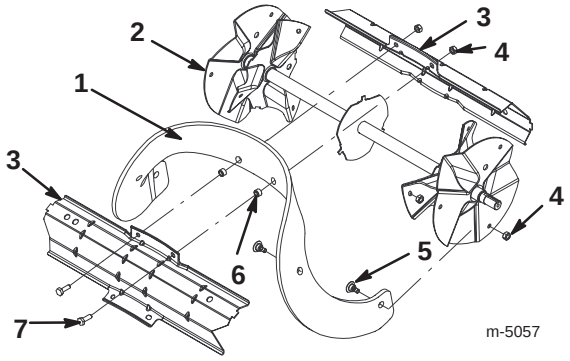

Figur 14
1. Avlägsna de fyra torxskruvarna och de fyra låsmuttrarna som fäster rotorbladets ytterkanter vid rotorspindeln (figur 14).
2. Avlägsna de två sexkantskruvarna och de två låsmuttrarna som håller rotorbladets mitt vid rotortrumman (figur 14).
3. Dra ut rotorbladet mellan rotortrumdelarna (figur 14).
3. Fäst det nya rotorbladet vid rotortrumdelarna med de två sexkantskruvarna och de två låsmuttrarna som du lossade tidigare. Placera skruvhuvudena på rotorbladets tjocka gummisida (figur 14 och 15).
4. Böj rotorbladet och fäst det med de återstående torx-skruvarna och låsmuttrarna. Placera skruvhuvudena på bladets tjocka gummisida (figur 14 och 15).